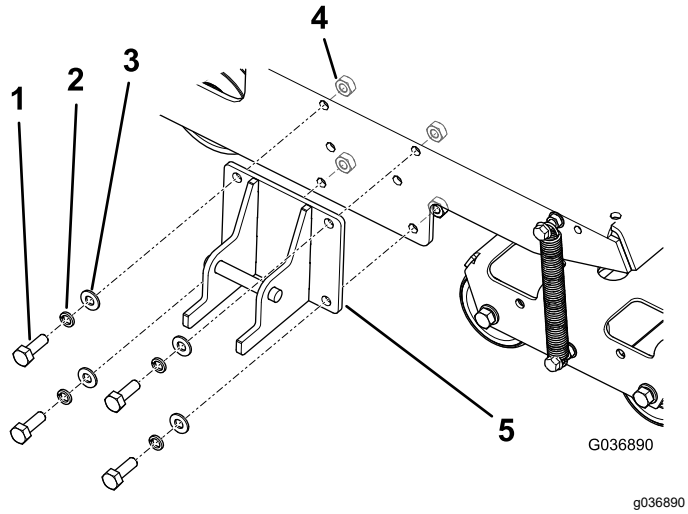

Rysunek 4
1. Zamocuj uchwyt blokady do ramy maszyny w sposób pokazany na Rysunek 4.